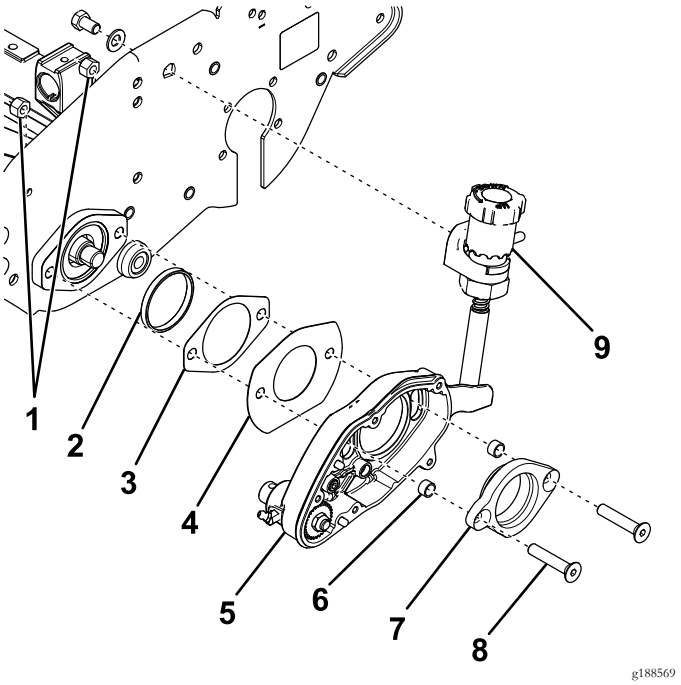

Figura 6
2. Introduzca el anillo adaptador en el alojamiento del cojinete del molinete, en la chapa lateral (Figura 6).
3. Inserte los 2 tornillos de cabeza plana en el adaptador del cojinete y coloque los espaciadores nuevos en los extremos (Figura 6).
4. Introduzca el adaptador de cojinete en el alojamiento del groomer (Figura 6).
5. Coloque la tapa de la ranura y junta nueva sobre los tornillos de cabeza plana (Figura 6).
6. Inserte los tornillos de cabeza plana en el alojamiento del cojinete del molinete y sujételos con 2 contratuercas (Figura 6).
7. Sujete el pomo de ajuste a la chapa lateral con un perno y una arandela (Figura 6).